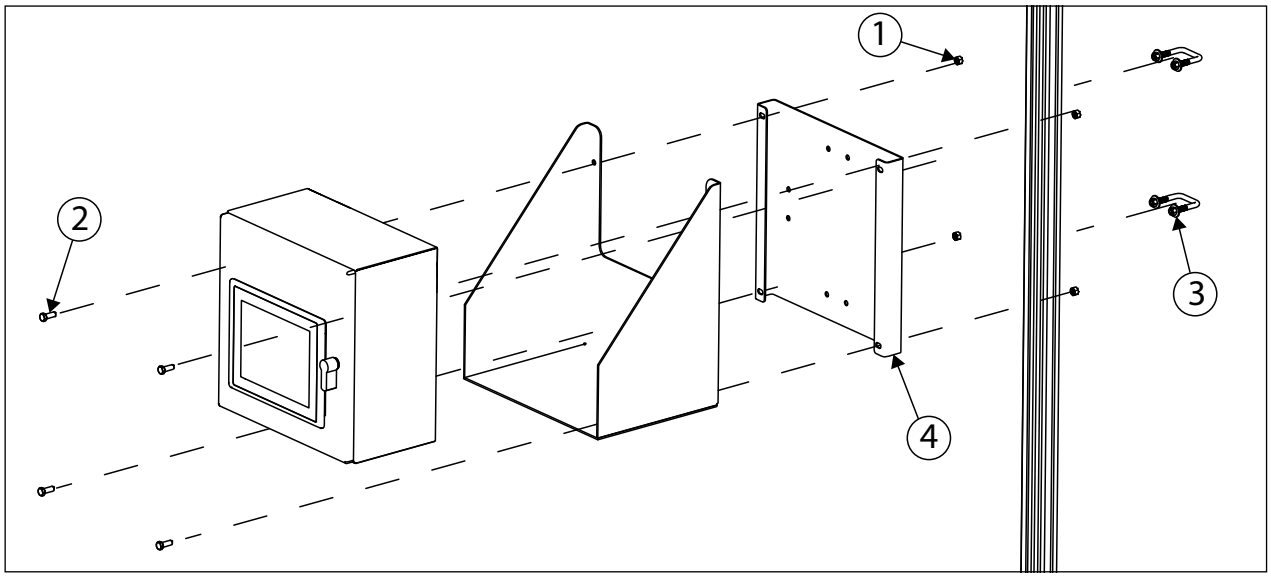

Figura 5-9. Soporte de quiosco opcional
NOTA: Si añade el estante de quiosco opcional (N.º de ref. 212260), debe montarlo entre el quiosco y la placa de montaje (consulte la Figura 5-9).